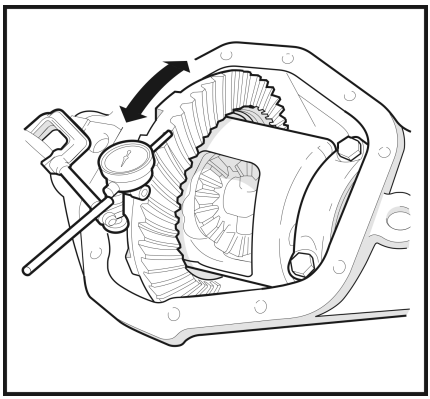
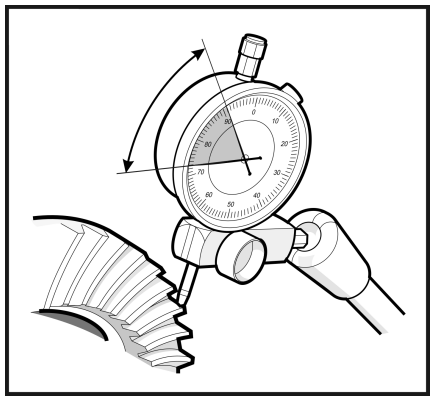

Рис. 4
Рис. 5
1.8 Удерживая фланец ведущей шестерни, покачайте ведомую шестерню вперёд-назад до упора и запишите показание индикатора в таблицу (**Значение 1**). (**Рис. 4**, **Рис. 5**)